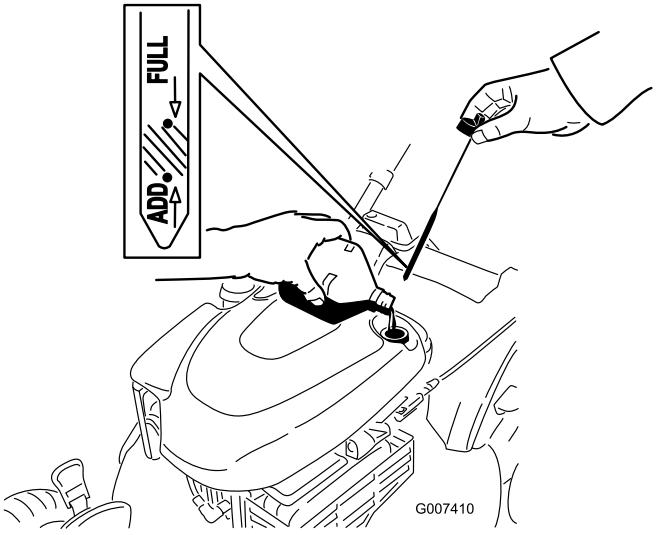

Figur 13
1. Ta ut oljestickan, torka av den och sätt sedan tillbaka den ordentligt (Figur 13).
2. Ta ut oljestickan och kontrollera oljenivån (Figur 13). Om oljenivån är under markeringen **Add** på oljestickan fyller du långsamt på olja i påfyllningsröret så att nivån höjs till markeringen **Full** på oljestickan. **Fyll inte på för mycket.** (Maximal påfyllning: 0,59 l, typ: renande SAE 30-olja med API-klassificering SF, SG, SH, SJ, SL eller högre.)